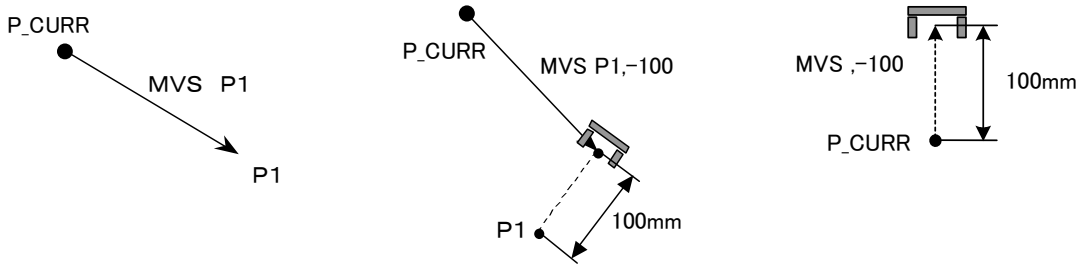

Fig.4-33:Example of movement at linear interpolation
(1) Linear interpolation motion is a type of movement where the robot moves from its current position to the movement target position so that the locus of the control points is in a straight line.
(2) The posture is interpolation from the start point to the end point.
(3) In the case of the tool coordinate system specified by using <proximity distance> or <separation distance>, the + and - directions of the Z axis vary depending on the robot model. Refer to Page 528, "5.6 Standard Tool Coordinates" for detail. The "Fig.4-33:Example of movement at linear interpolation" is an example of movement.